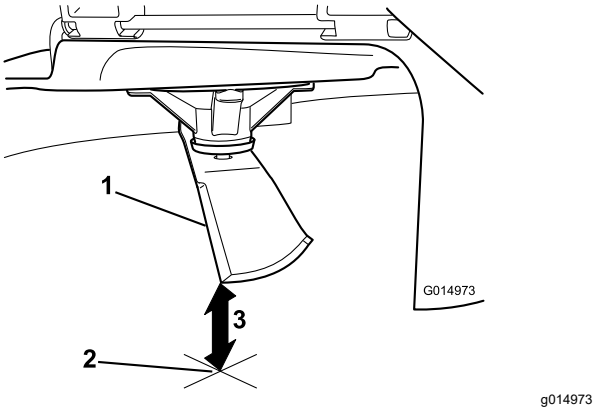

Figur 75
3. Mål fra spidsen af skærekniven til den plane overflade (Figur 75).